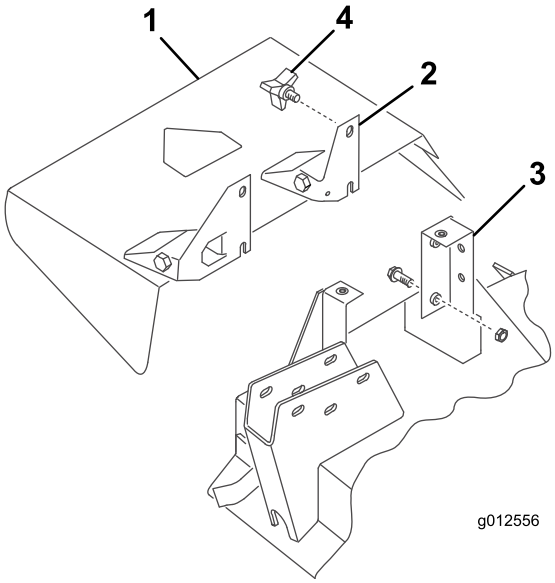

Figure 30
2. Slide the slots at bottom of the deflector pivot bracket onto the bolts at side of the deck brackets (Figure 30).